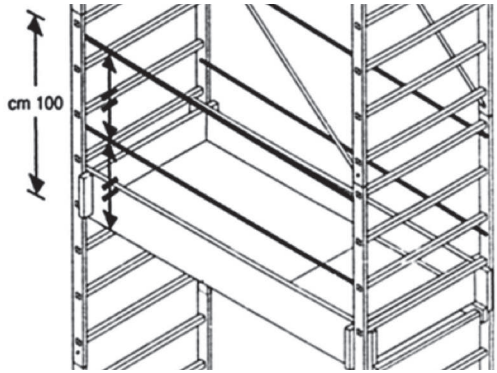

Fig. 3
▸ **Fig. 3**
2. Introducir los cuatro pernos perfilados de seguridad (a, fig. 3).
▸ Fig. 3
4. Con el andamio anclado a la pared, en caso de ubicar la plataforma en puntos diferentes del escalón anterior al antepenúltimo del módulo terminal, introducir las barras parapeto con los respectivos refuerzos como en la fig.3.